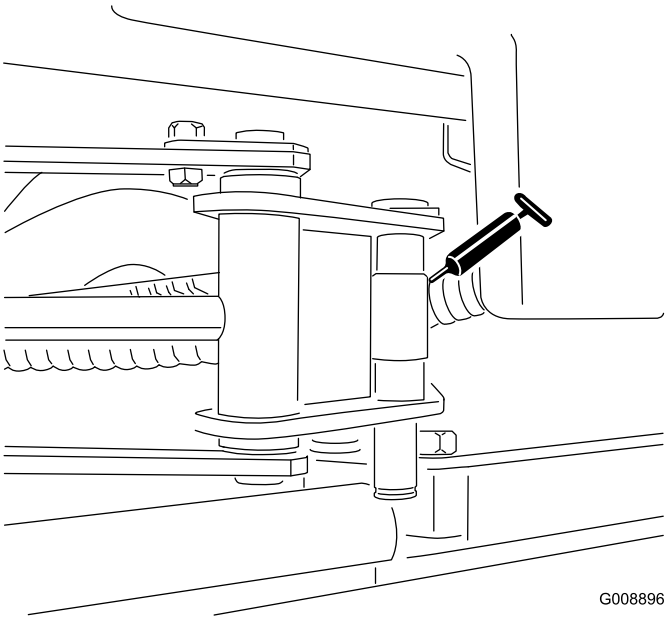

Figuur 49
- Uiteinden van cilinder van Sidewinder (2; uitsluitend model 03170) (Figuur 49)